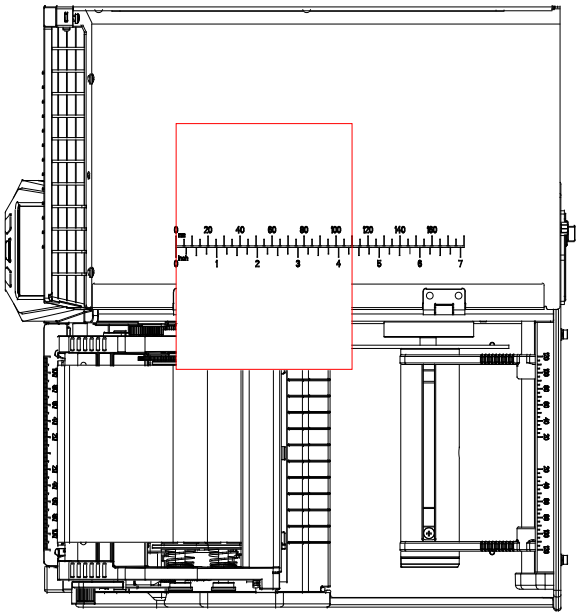

Figure 2-16 Measure the Label Width
1. Align the label with the scale in the Flip-up cover to measure the width of the label, as shown in Figure 2-16.